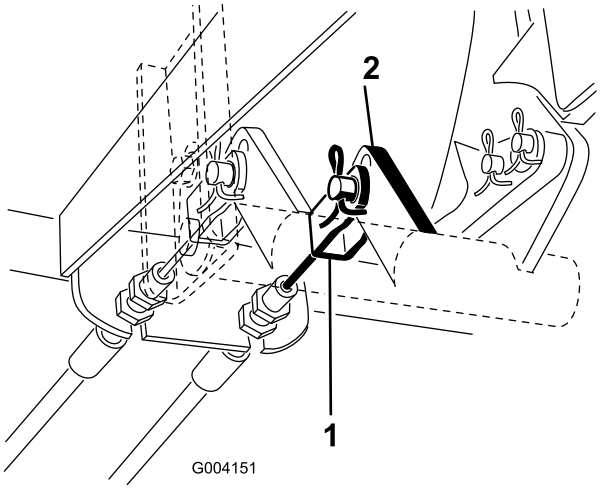

Rysunek 68
2. Odłącz lewą linkę hamulcową od pedału hamulca (Rysunek 68) i załącz hamulec postojowy.